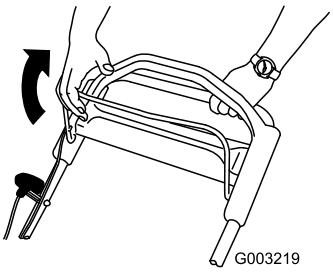

Figuur 15
1. Trek de bedieningsstang van het maaimes naar de handgreep toe (Figuur 15).